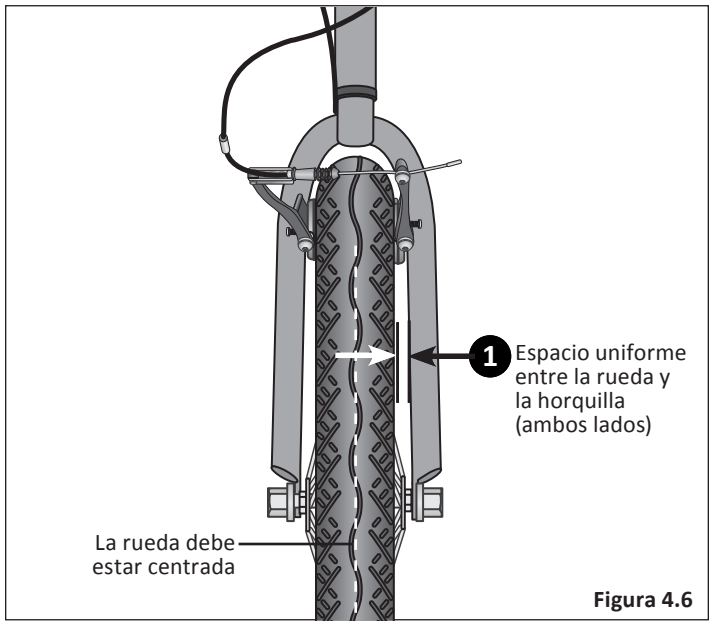

Figura 4.6
1. Si ve que el espacio entre la horquilla y la rueda es desigual, afloje las tuercas del eje y ajuste la rueda hasta que esté centrada. **Figura 4.6**